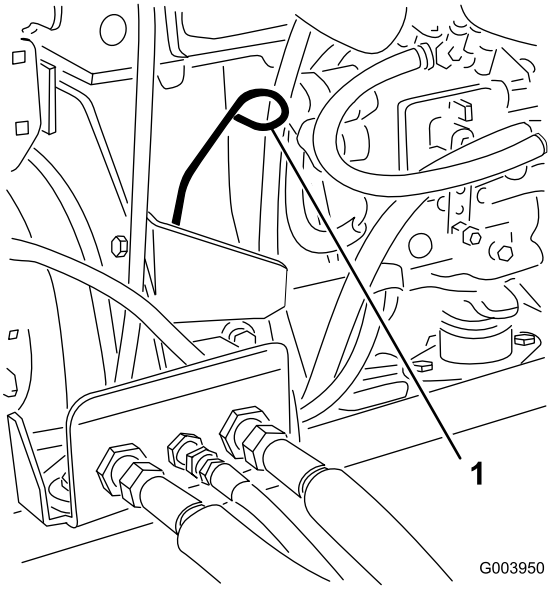

Figuur 27
3. Verwijder de peilstok en veeg deze schoon. Plaats daarna de peilstok weer terug (Figuur 27).